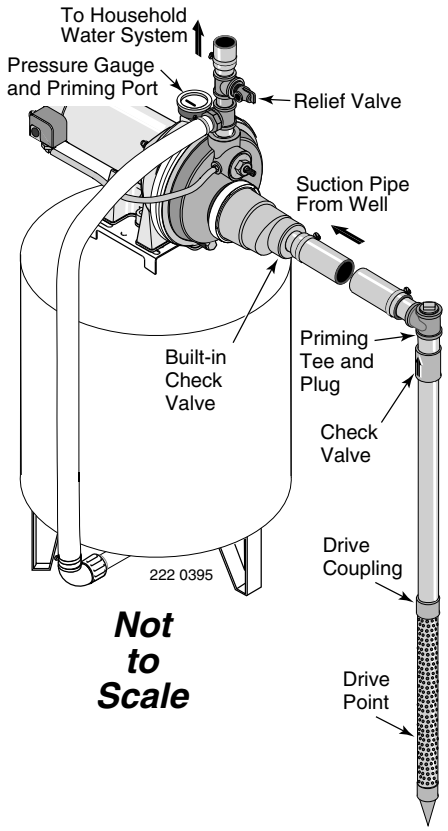

Figure 5: Driven Point Installation
WELL POINT INSTALLATION (Figure 5)
5. Use the fewest possible fittings (especially elbows) when connecting the pipe from the well point to the pump suction port. The suction pipe should be at least as large as the suction port on the pump (include a check valve – see Figure 5). Support the pipe so that there are no dips or sags in the pipe, so it doesn't strain the pump body, and so that it slopes slightly upward from the well to the pump (high spots can cause air pockets which can air lock the pump). Seal the suction pipe joints with teflon tape or pipe joint compound approved for use on PVC. Joints must be air- and water-tight. If the suction pipe can suck air, the pump cannot pull water from the well. If one well point does not supply enough water, consider connecting two or three well points to one suction pipe.